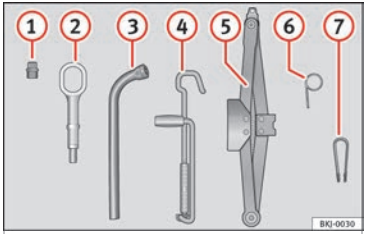

Fig. 77 En el maletero, bajo la cubierta de la superficie de carga: herramientas de a bordo.
- Enganche el gancho de alambre (herramientas de a bordo »» **fig. 77** (6)) en uno de los rebajes del embellecedor central de rueda.
- Enganche el gancho de alambre (herramientas de a bordo ››› fig. 77 ⑥) en el alojamiento destinado a ello ››› fig. 79.